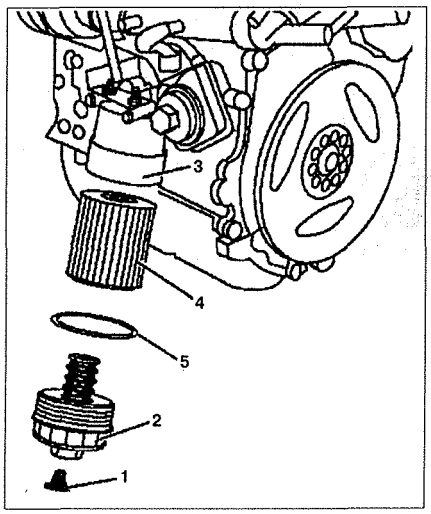

Рис. 1.17. Замена фильтрующего элемента на двигателе 111.
16. Открутите сливную пробку **1** в крышке масляного фильтра (см.рис.1.17). Подождите, пока масло не стечет полностью.